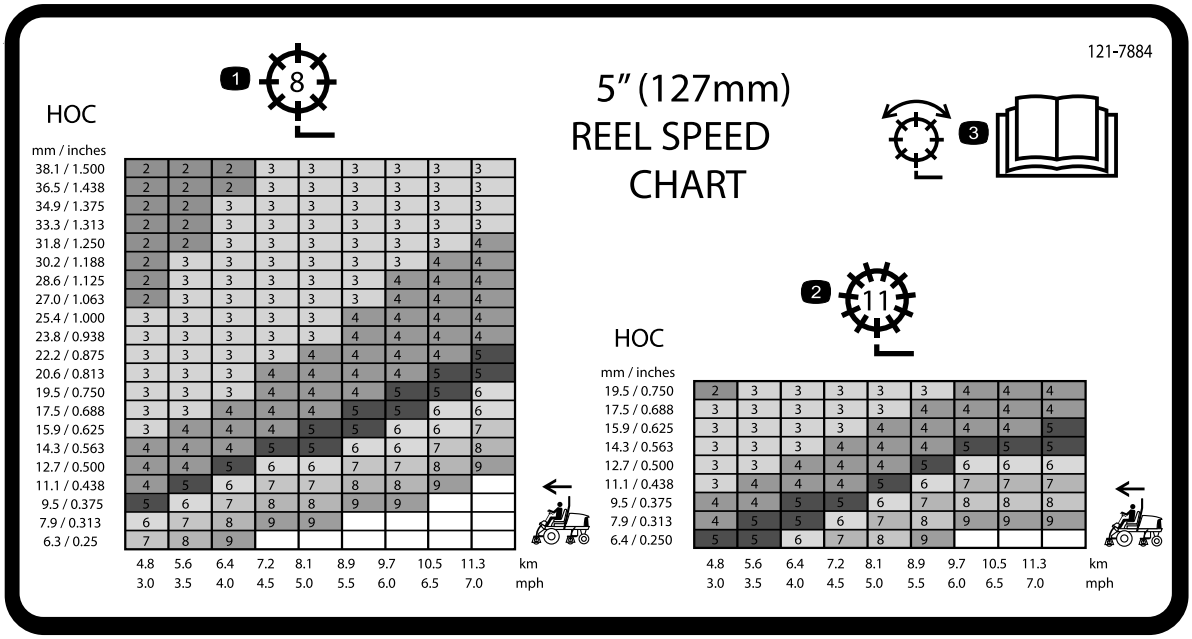
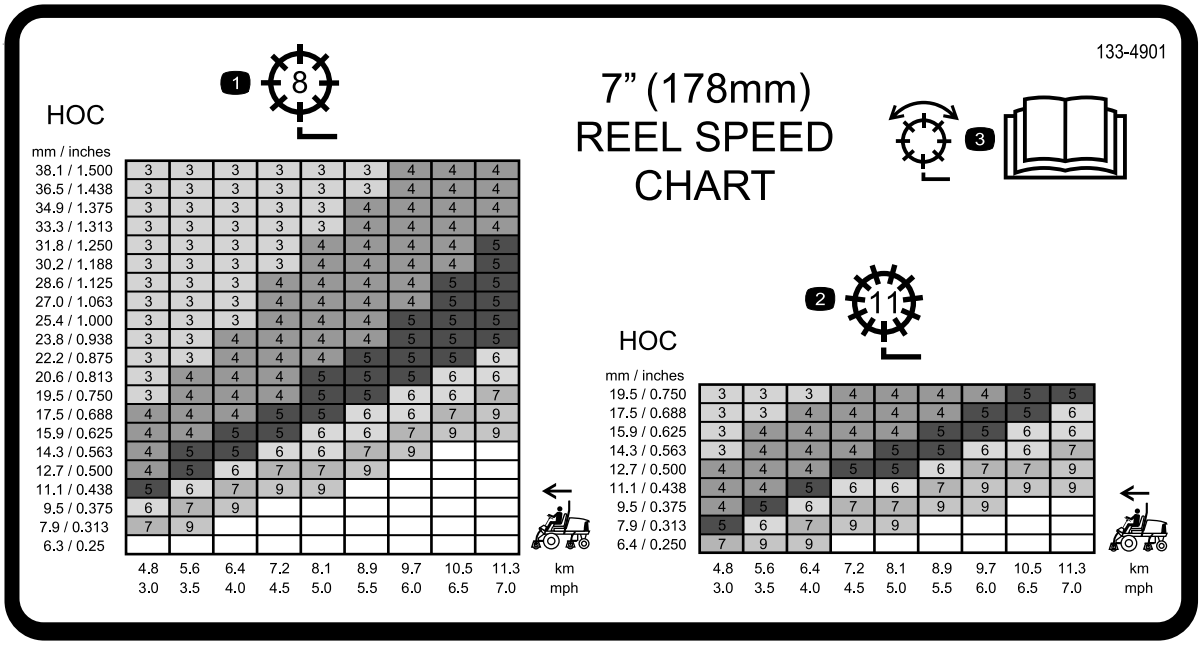

Figur 31
Figur 32
3. Bruk grafen på spolehastighetsdiagrammene (Figur 31 og Figur 32) for å fastsette korrekt spolehastighet.